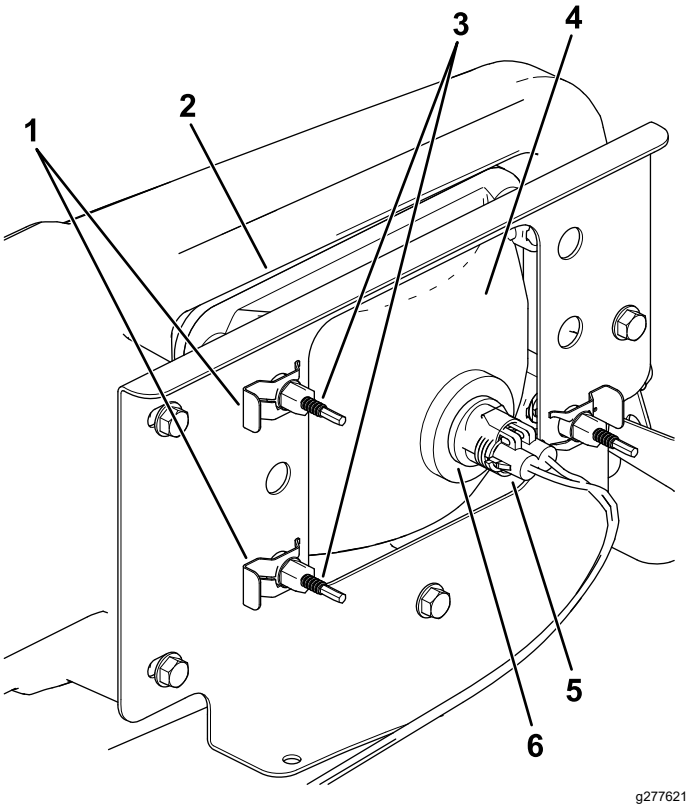

Figura 45
3. Desconecte el conector eléctrico del arnés de cables del conector del conjunto de la lámpara (Figura 45).
4. Retire los conectores rápidos que sujetan el faro al soporte del faro (Figura 45).
5. Retire el faro desplazándolo hacia adelante y pasándolo por el hueco del parachoques delantero (Figura 45).
6. Introduzca el faro nuevo a través del hueco del parachoques (Figura 45).
7. Sujete el conjunto del faro con los conectores rápidos que se retiraron en el paso (4).
8. Conecte el conector eléctrico del arnés de cables al conector del conjunto de la lámpara (Figura 45).
5. En la parte trasera del faro, gire los tornillos de ajuste (Figura 45) para pivotar el conjunto y ajustar de la posición del haz de luz.